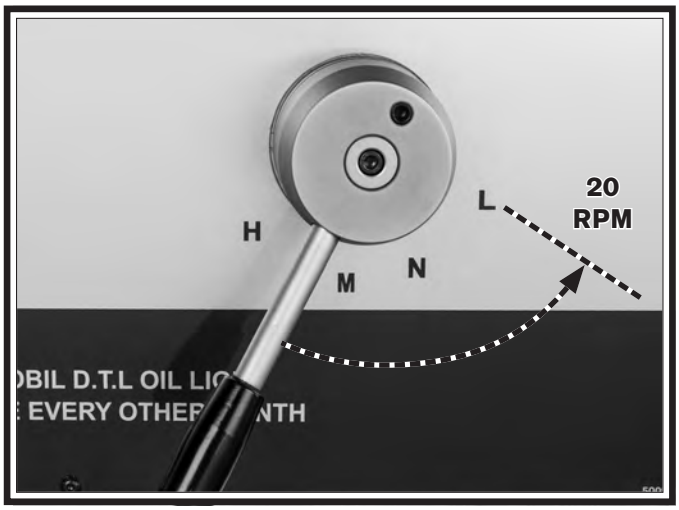

Figure 23. Headstock range lever.
9. Move headstock range lever (see **Figure 23)** to **L** position. By doing so, 20 RPM shown on spindle speed range dial will be selected.